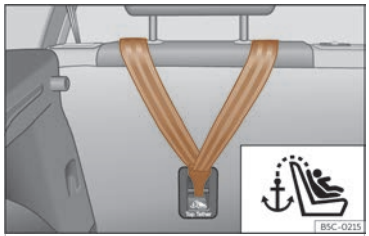

Fig. 36 Parte posterior de los asientos traseros: anclaje para el cinturón Top Tether.
Las sillitas infantiles con sistema Top Tether incorporan una correa adicional para su sujeción a un punto de anclaje en el vehículo. Este punto de anclaje se encuentra en la parte posterior del respaldo del asiento trasero (identificado con el símbolo) y proporciona una mayor retención ››› **fig. 36**.
- Deslice la correa y fíjela correctamente con el anclaje de la parte posterior del respaldo ››› **fig. 36**.